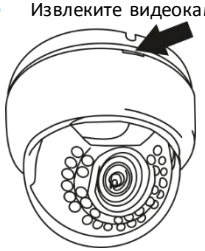
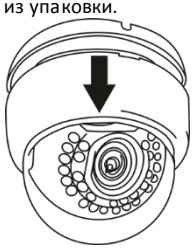

Рис. 1.
Рис. 2.
- При помощи пластикового съёмника из комплекта поставки или шлицевой отвёртки, отделите защитный купол с держателем от монтажной площадки. Для этого вставьте инструмент в соответствующий паз на корпусе, и проверните его до щелчка и образования зазора между деталями. (Рис. 1.). Затем потяните защитный купол вниз (Рис. 2.).